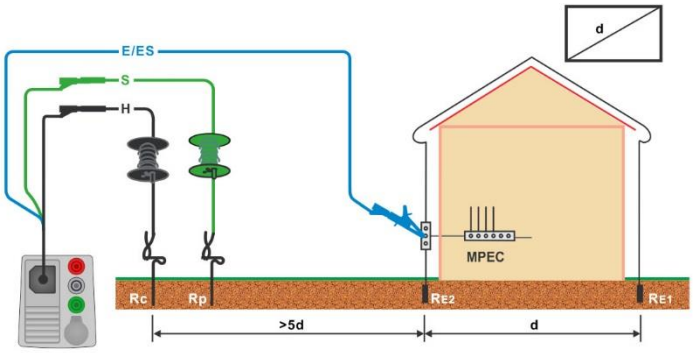

Figure 7.90: Resistance to earth, measurement of main installation earthing and lighting protection system
- Connect 3-wire test lead to the object under test, see ***Figure 7.90***.